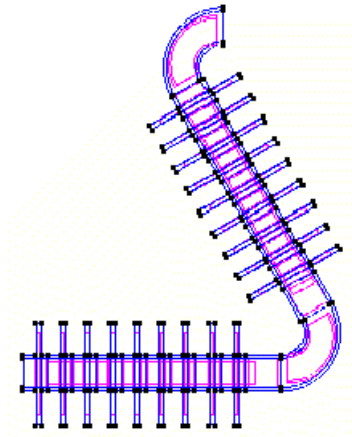

Figure 20. The final position of the translated elbow.
4. Click **Select** and select the surfaces to be moved. Press **ESC.** The result should be as is shown in Figure 20.